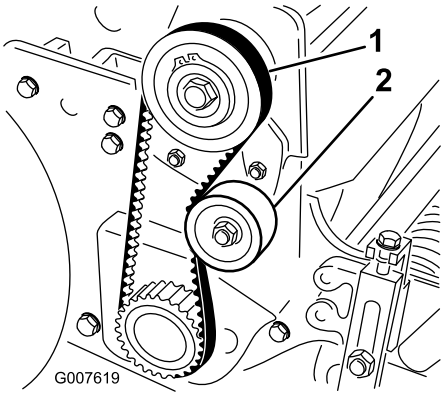

Figur 36
2. Kontroller hvor stram remmen er ved å presse på mellomspennet (Figur 36) med en kraft på 18–22 N. Remmen skal gi etter 6 mm.
A. Løsne monteringsmutteren på lederullen, og vri lederullen med klokken mot baksiden av remmen helt til du oppnår ønsket spenning (Figur 36).